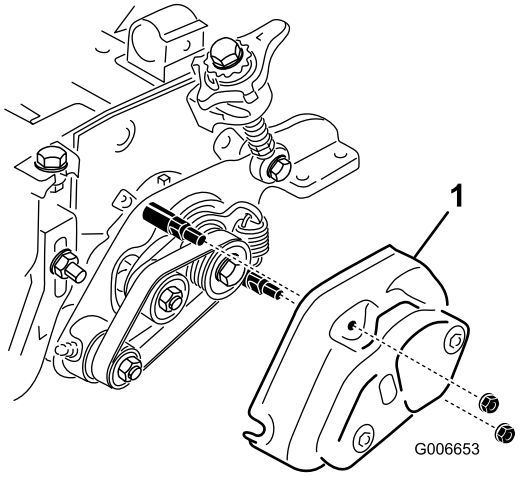

Figure 49
8. Make sure nuts on groomer and roller brush covers (Figure 49) are not over tightened.